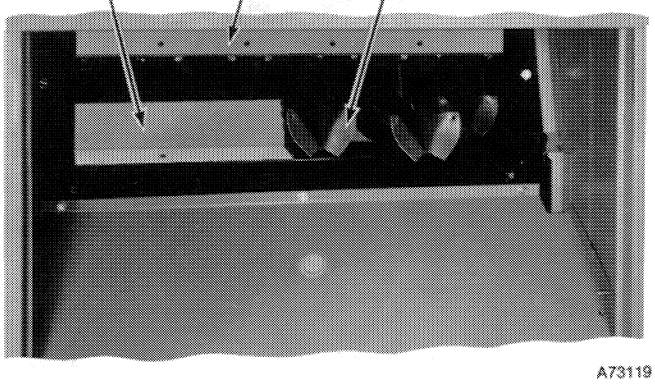

Figure 14—Removing Baffles
4. Remove flue chokes (two across flue outlets) and baffles from flue outlets of heat exchanger. See Figure 14.